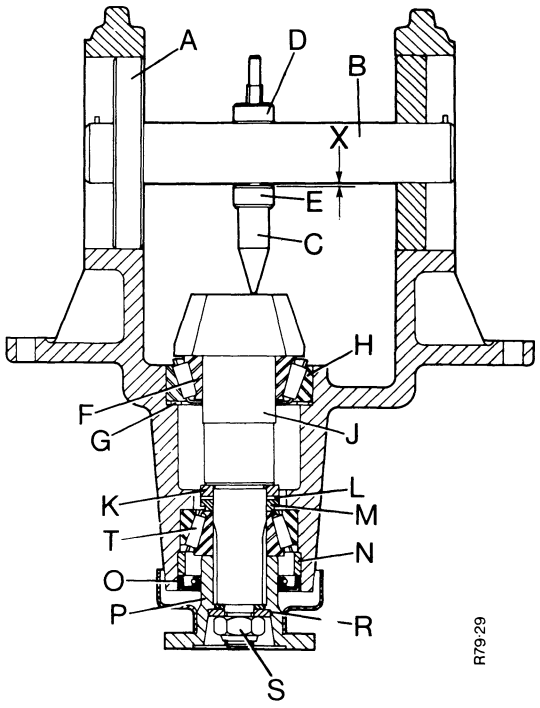

FIGURE 34. SETTING THE BEVEL PINION SHAFT POSITION
10. Put the gauge in position in the support bracket as shown in Figure 34.